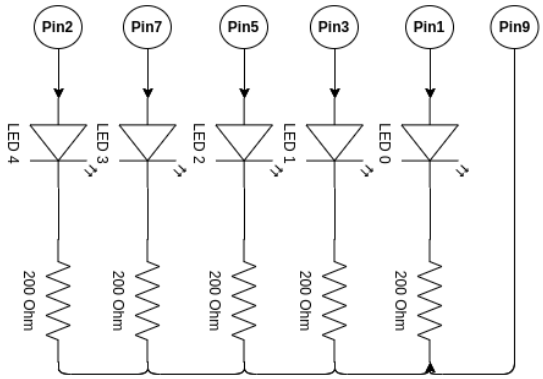
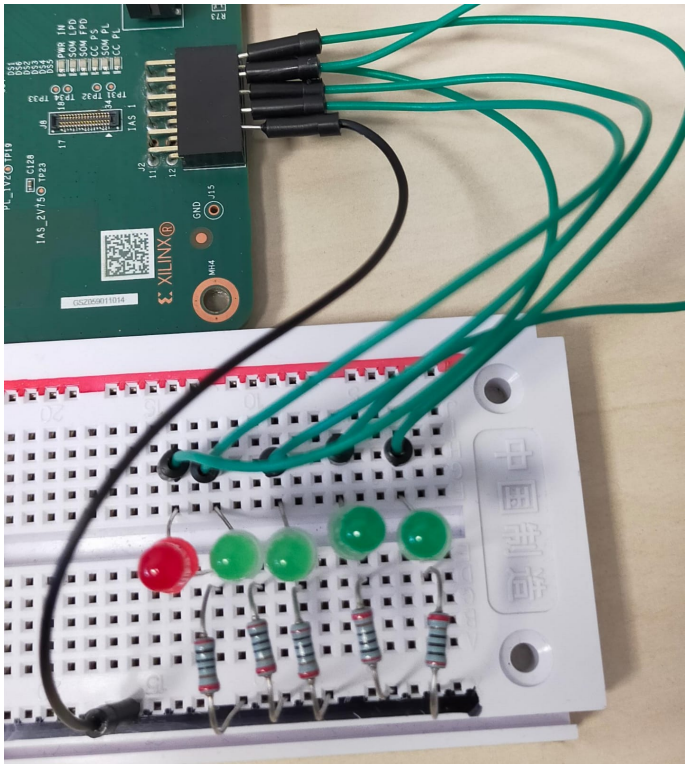

Figure 27: Circuit Diagram
Figure 28: LED to PMOD Connection
1. First connect the J2 Pmod pins to the LEDs with 200 Ohm registers according to circuit diagram in figure 27. There are total 12 pins in the Pmod. Pin numbers are mentioned in the PCB from 1 to 12. They are numbered in zigzag fashion. So all pins with even numbers are in one row and odd number pins on the other. The ground black wire is connected to the **Pin9**. After connection is complete the setup should look like figure 28. Here the red LED is the **LED-4** which corresponds to the **Most Significant Bit(MSB)** of the output data.